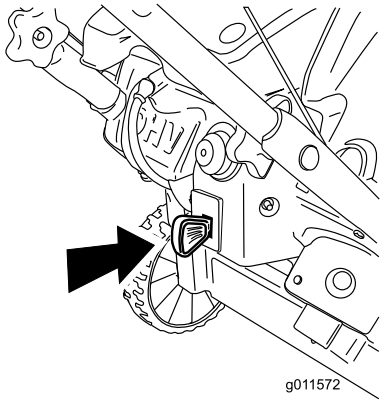

Figur 16
1. Tryk tændingsnøglen helt ind til positionen On (Figur 16).